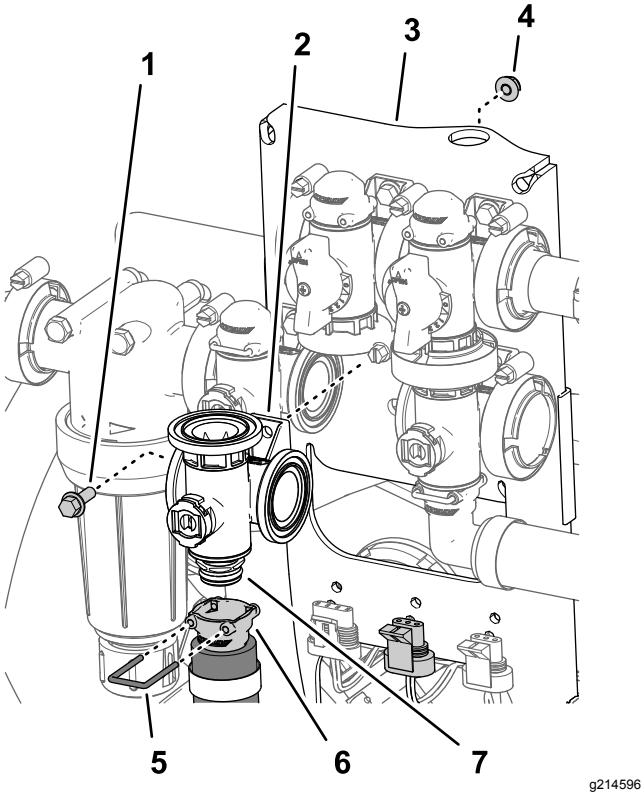

Figuur 113
2. Verwijder de borgclip waarmee de vrouwelijke snelkoppelfitting aan de snelkoppelfitting van de verdeler voor de mengklep is bevestigd (Figuur 113).
3. Verwijder de flenskopbout (¼" x ¾") en flensborgmoer (¼") waarmee de mengklep is bevestigd aan de klepbevestiging en verwijder de verdeler uit de machine (Figuur 113).